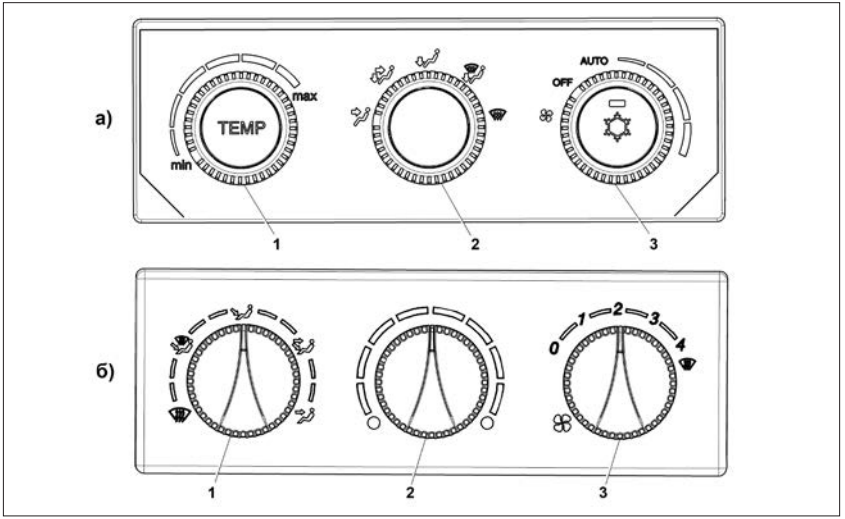

Рис. 69. Переключатели:
6 – поворотные переключатели системы автоматического управления климатической установки ***(в вариантном исполнении*** – системы автоматического управления отопителем), см. рис. 69;
8 – контроллер системы автоматического управления климатической установкой (рис. 69):
9 – контроллер системы автоматического управления отоплением ***(в вариантном исполнении)***, рис. 69б:
Управление распределением воздуха в салоне (рис. 69) имеет следующие обозначения:
– переключатель **«1»** (рис. 69б) установить в положение для удаления запотевания или обмерзания;
– переключатель **«1»** (рис. 69б) установить в положение ;
Для размораживания стекол в холодное время года необходимо переключателем **«2»** (рис. 69б) установить максимальную температуру подаваемого воздуха и включить переключатель **«3»** в одно из минимальных положений, например, режим **«1»**. По мере прогрева двигателя установите переключатель **«3»** в положения **«2»** или **«3»**.